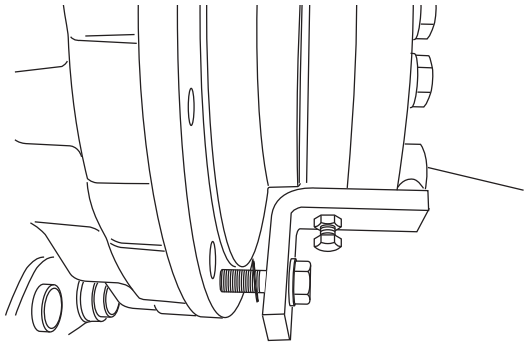

Fig. 3 - Securing Wheel Hub
14. Remove remaining Bolts (5) from planet carrier (6). Secure carrier and constituent parts i.e. planet gear assembly and remove from the wheel hub assembly.
15. Locate 2-off fabricated tool (Fig. 3) over bolts securing hub carrier (50) to the axle housing 62) and secure into the 2-off locating holes which are capped on the rear face of the wheel hub (41).